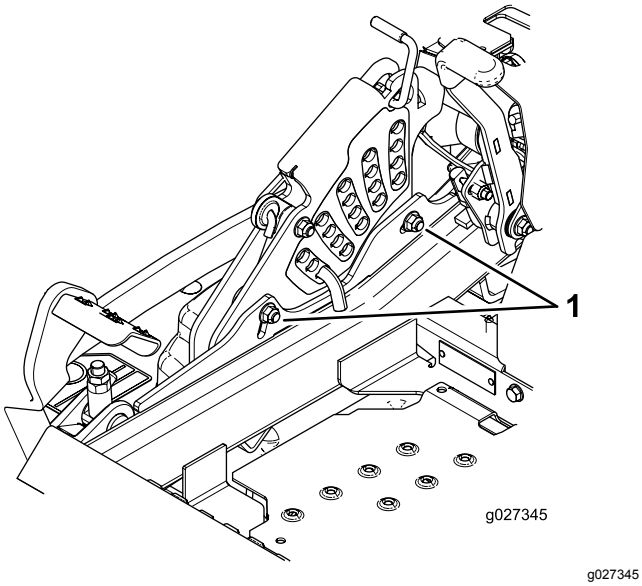

Figuur 115
11. Om het enkelpuntssysteem af te stellen, moet u de 2 bouten onderaan de maaihoogteplaat losdraaien (Figuur 115).
13. Draai de 2 bouten aan de onderzijde van de maaihoogteplaat vast (Figuur 115).